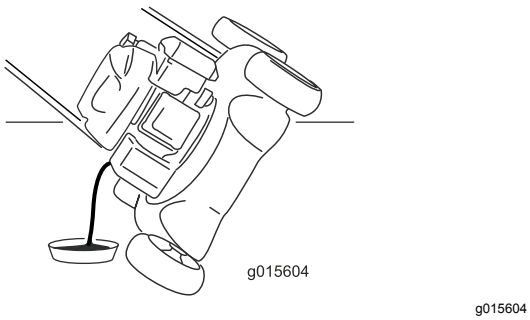

Figur 25
4. Vend gressklipperen over på siden (slik at luftfilteret vender opp) for å tømme den brukte oljen fra oljefyllingsrøret (Figur 25).
10. Les av oljenivået på peilestaven (Figur 25).